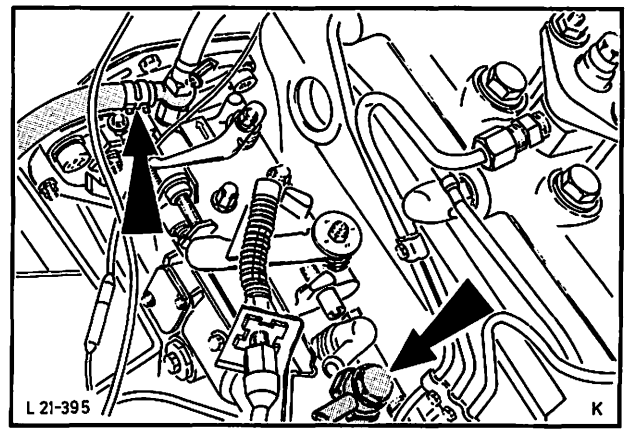

Abb. 28 Kraftstoffleitungen an Einspritzpumpe anschließen
26. Unterdruckschlauch an Vakuumpumpe befestigen. Kraftstoff-Zu- und Rücklaufleitung an Einspritzpumpe befestigen, Abb. 28.